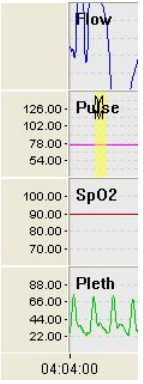

Abb.5-3-2
Vier-Kabel-Daten-Wellenform für Fluss, SpO2, Puls, Pleth wird im Diagramm-Anzeigebereich angezeigt, (wie Abb. 5-3-2). Ziehen Sie die Grenzlinie jeder Wellenform, um die Größe des Anzeigebereichs zu ändern. Einige Datenmarkierungen, die vor jedem Kabel gezeigt werden, können benutzt werden, um den entsprechenden Wert zu bestätigen, wie Abb. 5-1-3 (3):
oben bewegt; beim Klicken  wird die Grundlinie nach unten bewegt. Wenn Sie die Amplitude einstellen, ändert sich die Datenmarkierung in Abb. 5-3-2, während bei den Kabeln ohne Datenmarkierung die Wellenformverstärkung des Wellenformnamens größer oder kleiner wird er.